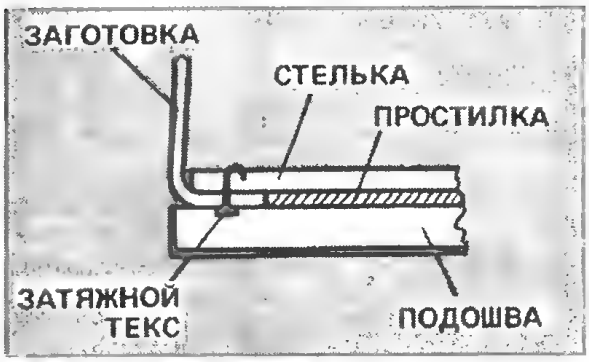

Рис. 2
**Клеевой метод** (рис. 2). Заготовку затягивают на колодку и соединяют ее со стелькой с помощью текса (маленьких клиновидных гвоздиков). Закрепляют супинатор (специальную стальную пластинку), укладывают простилку и склеивают верх с низом. Низ (подошва с каблуком), как правило, отформован из резины или полиуретана.